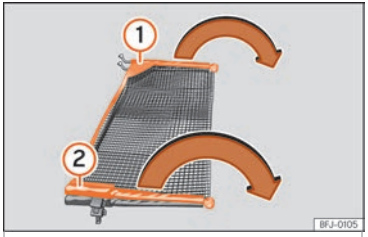

Fig. 166 Desplegar la red de separación.
Despliegue las varillas transversales ››› **fig. 166** ① y ② de la red en el sentido de las flechas hasta que se oiga un “clic”.